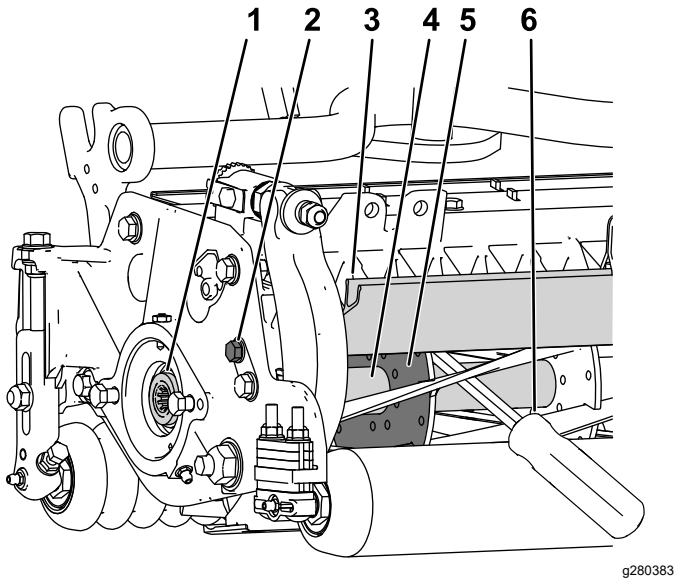

Figure 28
1. Loosen the shield-bolt on the left side of the cutting unit and raise the rear shield (Figure 28).
2. Insert a long-handled pry bar (recommended 3/8 x 12 inches with a screwdriver handle) through the back of the cutting reel, closest to the side of the cutting unit that you will be torquing (Figure 28).
3. Place the pry bar against the weld side of the reel support plate (Figure 28).